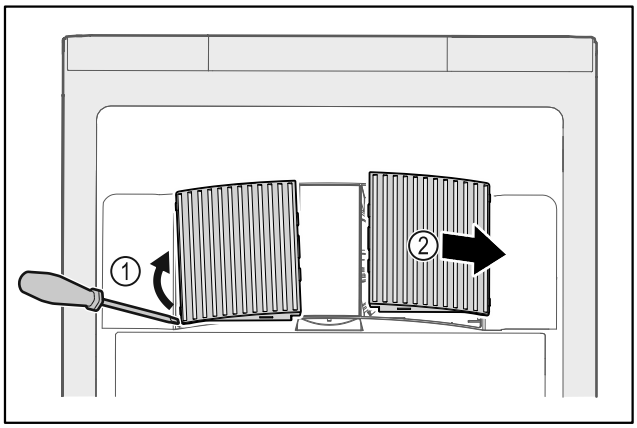

Fig. 34
- ▶ Scoateți cu grijă capacele ventilatoarelor de pe partea laterală *Fig. 34 (1)* și scoateți-le spre partea din față *Fig. 34 (2)*.